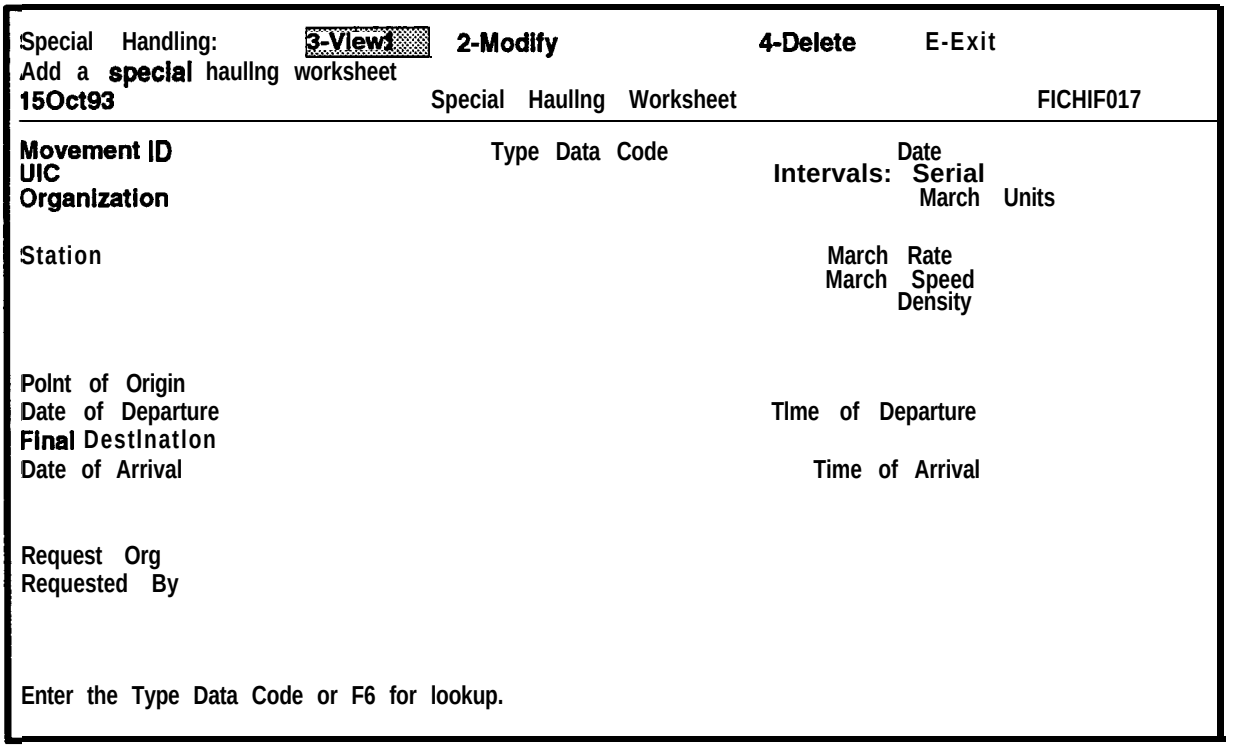

Figure 7-34. Special Hauling Worksheet
b. Select **Special Hauling Worksheet** from the Special Hauling menu, and the Special Hauling Worksheet screen will be displayed, as shown in Figure 7-34. **The Add** option on the Special Handling: ring menu will be highlighted.